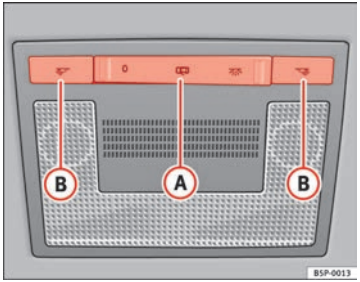

Fig. 77 Rivestimento interno del tetto: illuminazione anteriore dell'abitacolo
Con l'interruttore (A) ⇒ fig. 77 si possono selezionare tre diverse modalità:
Premere il pulsante fino alla posizione O ⇒ fig. 77.